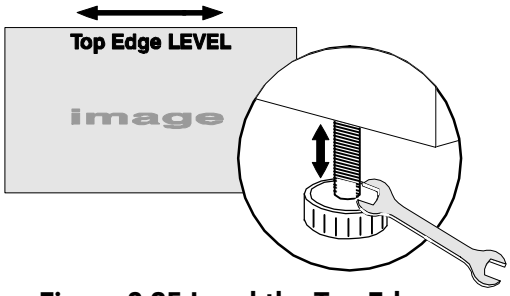

Figure 2-35 Level the Top Edge
4. **RE-CHECK SIDE-TO-SIDE LEVELING:** With a good test pattern on screen, double-check projector leveling (refer to **Figure 2-4**) so that the ***top edge*** of the image is parallel to the top edge of the screen. Refer to **Figure 2-35**.